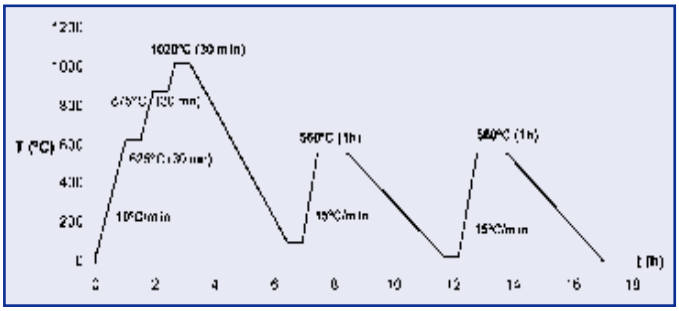

Fig. 3. Tratamiento de temple y doble revenido (acero VANCRON 40).
- El acero VANCRON 40 es sometido a un recocido de ablandamiento calentándose hasta alcanzar los 900 °C. Posteriormente se enfría en horno a 10 °C/h hasta alcanzar los 650 °C y por último se deja enfriar libremente al aire. Una vez realizado el mecanizado de desbaste se realiza un estabilizado con calentamiento a 600-700 °C con tiempo de mantenimiento de dos horas con enfriamiento lento hasta los 500 °C y luego libremente al aire. Por último se realiza el tratamiento de temple y doble revenido (Fig. 3). Este tratamiento se realiza en horno de vacío con precalentamiento en dos etapas: 625 °C y 875 °C. La temperatura de austenización alcanza los 1.020 °C con 30 minutos de tiempo de mantenimiento, seguido por un enfriamiento y doble revenido a 560 °C durante una hora. La dureza resultante es de 65 HRC.